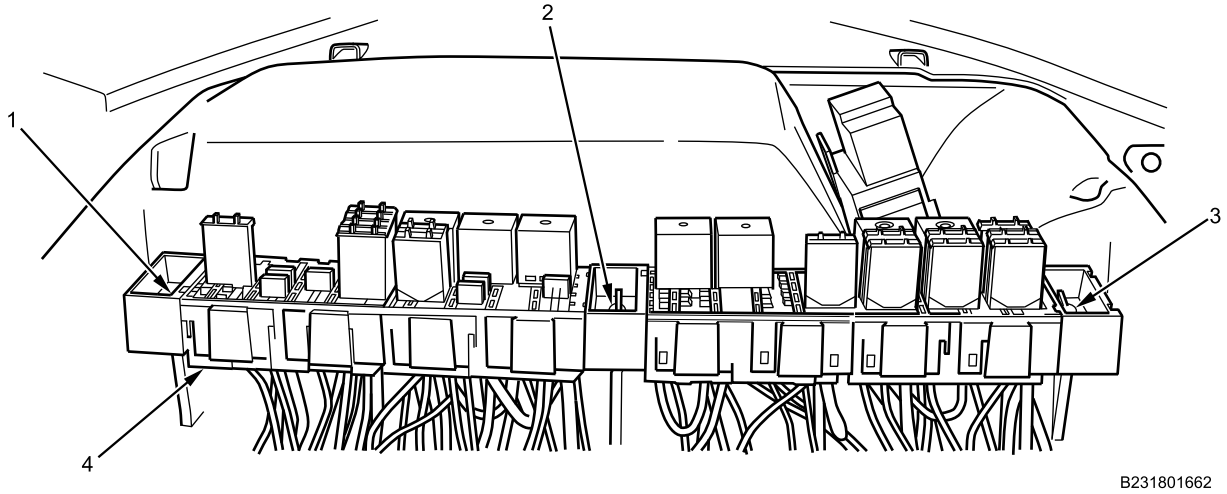

Figure 29. IP Circuit Breaker, Fuse, and Relay Center.
23. Install IP circuit breaker, fuse, and relay center (Figure 29, Item 4) on IP.
24. Install three IP circuit breaker, fuse, and relay center mounting screws (Figure 29, Item 1 through 3) on IP and tighten screws securely.